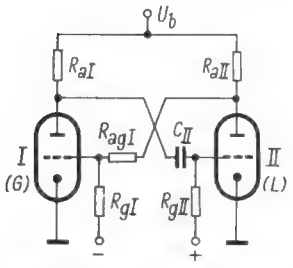

Bild 9. Prinzip einer monostabilen Kippschaltung mit zwei Trioden
Bild 9 bringt die Prinzipschaltung eines monostabilen Multivibrators und *Bild 10* den Spannungsablauf dafür.
Wie bereits erwähnt, ist ein Steuerimpuls notwendig, um den Kippvorgang einzuleiten. Bezeichnet man nach Bild 9 mit I oder G das im Ruhezustand gesperrte, mit II oder L das stromziehende System, dann ist zur Einleitung des Kippvorganges entweder dem System I (G) ein positiver oder dem System II (L) ein negativer Impuls zuzuführen. Das gilt gleichfalls für npn-Transistoren. Für pnp-Transistoren kehrt sich dagegen die Polarität um.